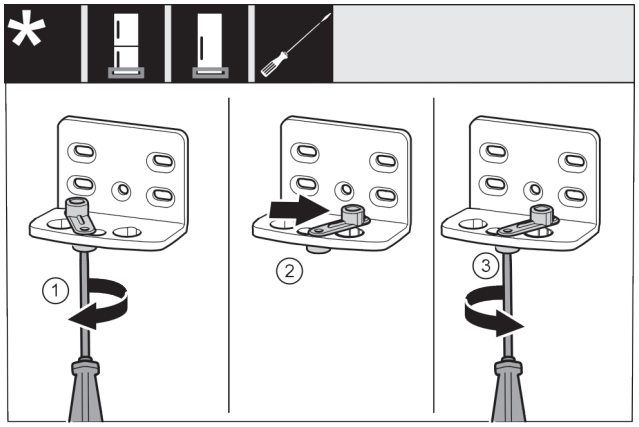

Fig. 16
▶ Desfaceți șurubul *Fig. 16 (1)* cu șurubelnița.
▶ Ridicați dispozitivul auxiliar de închidere a ușii *Fig. 16 (2)* și rotiți-l cu 90° spre dreapta în orificiu.
▶ Înșurubați ferm șurubul *Fig. 16 (3)* cu șurubelnița.